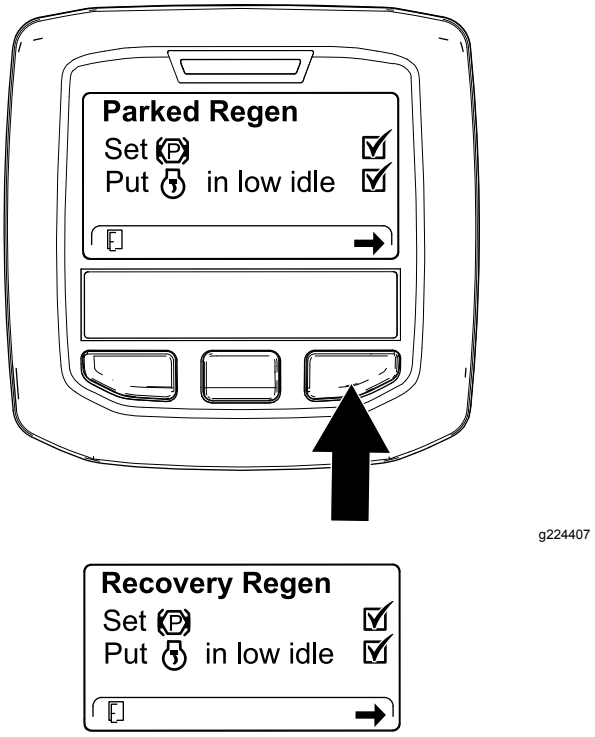

Figur 58
3. Kontrollera att parkeringsbromsen är inkopplad och att motorvarvtalet är inställt på låg tomgång via skärmen för kontrollistan för dieselpartikelfiltret (Figur 58).